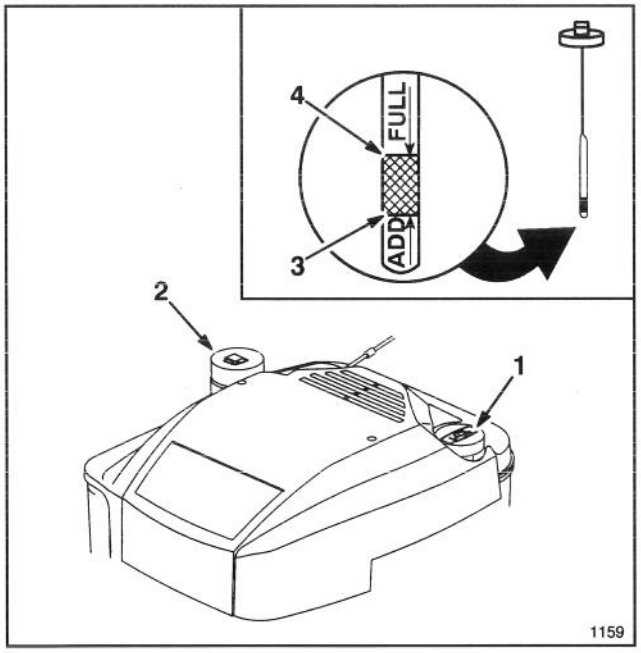

Abbildung 5
Vor jedem Gebrauch sicherstellen, daß sich der Ölstand zwischen VOLL und NACHFÜLLEN befindet (Abb. 5).
3. Den Ölmeßstab abwischen und in den Einfüllstutzen stecken. Die Verschlußkappe um eine Vierteldrehung drehen. Den Meßstab wieder herausziehen und den Ölstand prüfen (Abb. 5). Ist der Ölstand niedrig, den Ölstand nur bis zur VOLL-Markierung auffüllen. **NICHT ÜBER DIE VOLL-MARKIERUNG ANFÜLLEN, DENN DER MOTOR KÖNNTE BEIM STARTEN BESCHÄDIGT WERDEN; ÖL LANGSAM EINFÜLLEN.**
1. Rund um den Kraftstofftankverschluß reinigen und die Kappe vom Tank entfernen (Abb. 5). Bei bleifreiem Benzin den Kraftstofftank bis 6-13 mm unter den Einfüllstutzen füllen.